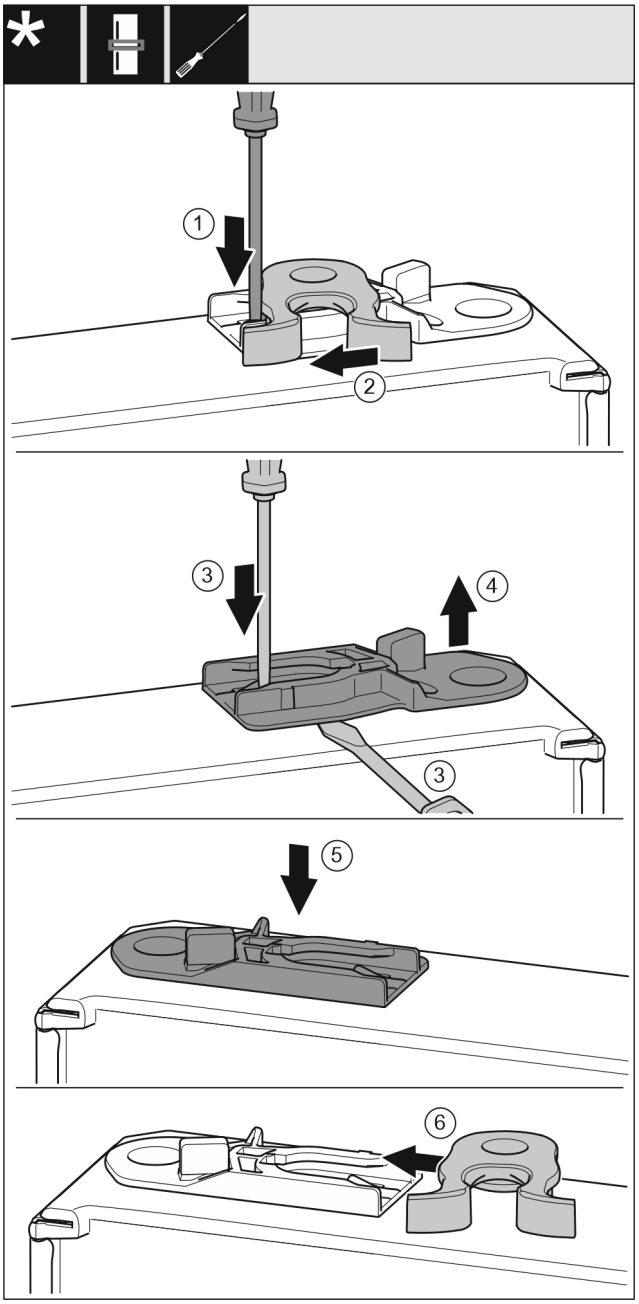

Fig. 21
- ▶ Apăsați în jos eclisa *Fig. 21 (1)* cu șurubelnița plată.
- ▶ Trageți cârligul de închidere *Fig. 21 (2)* din ghidaj.
- ▶ Scoateți bucșa de ghidaj *Fig. 21 (3, 4)*: Apăsați eclisa cu șurubelnița plată și, concomitent, duceți-o cu șurubelnița plată sub bucșa de ghidaj.
- ▶ Împingeți bucșa de ghidaj *Fig. 21 (5)* atașată în pachetul de livrare pe altă parte a carcasei.
- ▶ Împingeți cârligul de închidere *Fig. 21 (6)* în ghidaj.